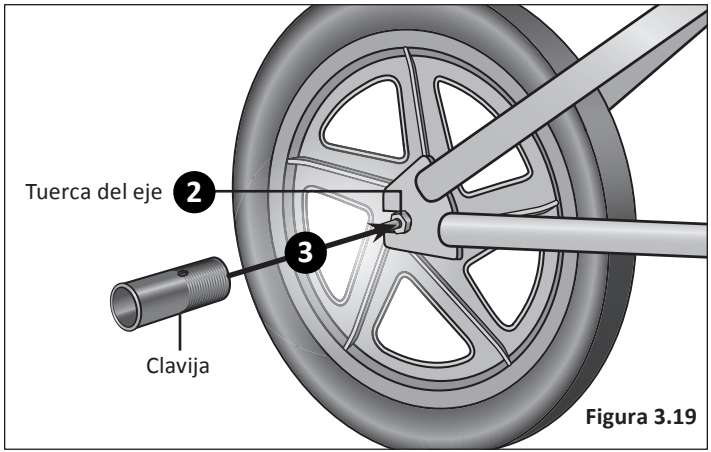

Figura 3.19
1. ***No*** afloje ni quite las tuercas del eje. **Figura 3.19**